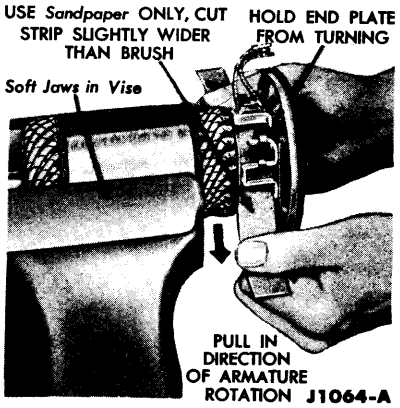

FIG. 15—Starter Brush Seating
8. Make sure that the new brushes slide freely in the holders. Seat the new brushes by sanding (Fig. 15).